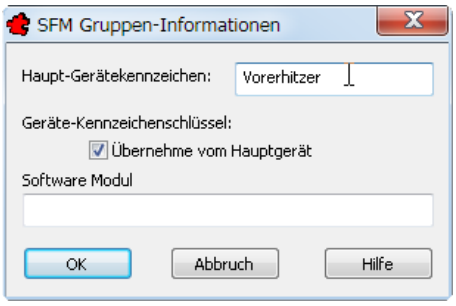

Bild 28.17 – Gerätekennzeichen für den Vorerhitzer
- Für das Gerätekennzeichen der SFM-Gruppe geben Sie **Vorerhitzer** ein (Abb. 28.17).